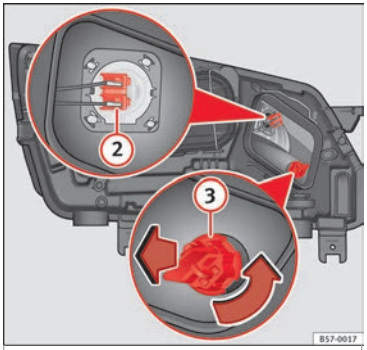

Fig. 107 In the engine compartment: main beam headlight bulb (2) and turn signal bulb (3).
3. Slide connector ››› **Fig. 107** (2) to the left or right and pull.
3. Turn the bulb holder ››› Fig. 107 (3) anticlockwise and pull.